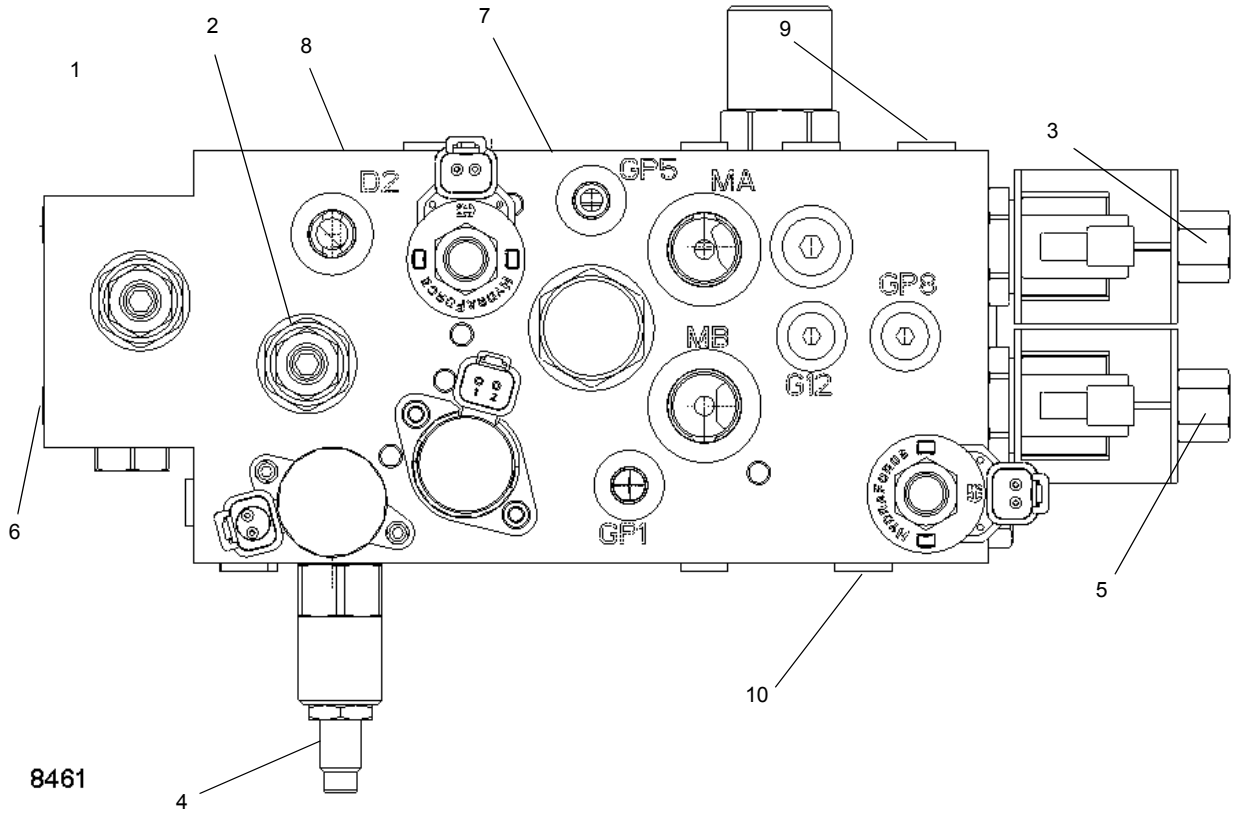

FIGURA 2-9
1. Instale el conector de desconexión rápida para diagnóstico de presión con manómetro a la boquilla de prueba en la lumbrera GP5 del colector de accesorios con válvula de control de sentido de giro (Figura 2-9).
2. Arranque el motor y acelérelo a la aceleración máxima. Gire el volante de la dirección hacia la izquierda o la derecha hasta que tope. Enrosque la válvula de alivio de detección de carga de la dirección en el colector de accesorios con control de sentido de giro para aumentar la presión, o desenrósquela para reducirla, hasta que el manómetro indique 17.3 MPa (2500 psi) (Figura 2-9).
1. Instale el conector de desconexión rápida para diagnóstico de presión con manómetro a la boquilla de prueba en la lumbrera GP3 del colector de accesorios con válvula de control de sentido de giro (Figura 2-9).
2. Arranque el motor y acelérelo a ralentí, baje el apoyabrazos izquierdo y mueva la palanca de control completamente a la posición de elevar o bajar la pluma y sosténgala allí. Enrosque la válvula reductora de presión piloto en el colector de accesorios con control de sentido de giro para aumentar la presión, o desenrósquela para reducirla, hasta que el manómetro indique 17.3 - 17.6 MPa (2500 - 2550 psi) (Figura 2-9).
1. Instale el conector de desconexión rápida para diagnóstico de presión con manómetro a la boquilla de prueba en la lumbrera GP6 del colector de accesorios con válvula de control de sentido de giro (Figura 2-9).
2. Arranque el motor y acelérelo a ralentí, seleccione y oprima el interruptor de soltado del freno de giro y enrosque la válvula reductora de presión del freno de giro para aumentar la presión o desenrósquela para reducirla, hasta que el manómetro indique 1.7 - 2.1 MPa (250 - 275 psi) (Figura 2-9).
9. Después, ajuste la gama actual del freno de giro. Conecte el adaptador de prueba y el manómetro a la lumbrera GP4 (Figura 2-9) con el motor funcionando a ralentí. Pise a fondo el pedal de freno de giro. Monitoree el manómetro y ajuste la Imax [mA] del solenoide del freno de giro hasta alcanzar 250 psi. Después, lentamente pise el pedal de freno de giro hasta alcanzar 25 psi en el manómetro. Registre el valor de corriente en el freno de giro y establezca la Imin [mA] en este valor.